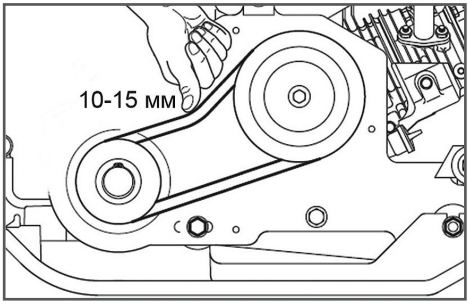

Рис. 24 Проверка натяжения ремней
3. Проверьте натяжение ремней. Правильно натянутый ремень при сильном нажатии пальцем должен прогибаться примерно на 10-15 мм (Рис. 24).